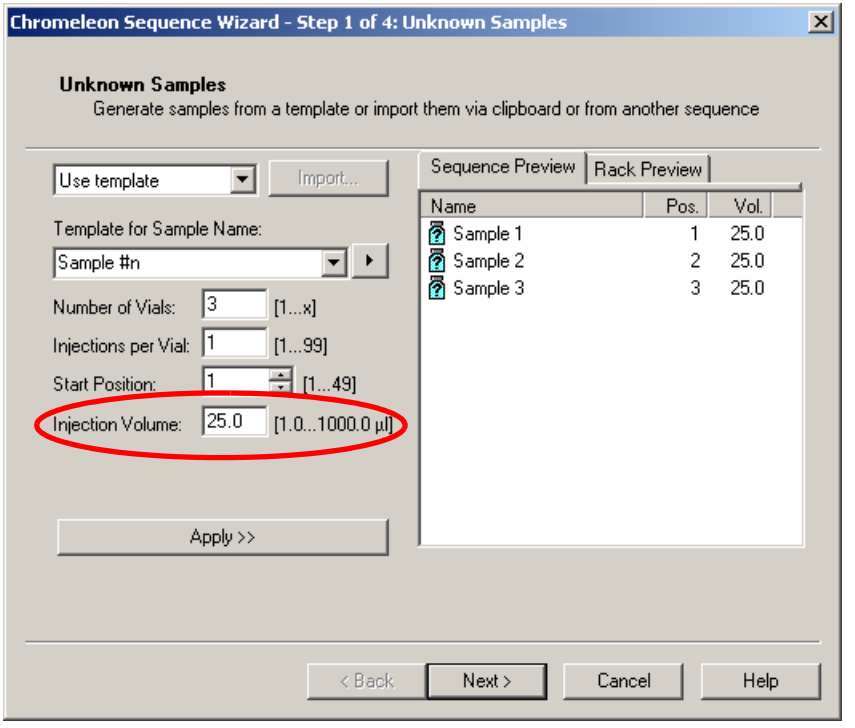

Figure 3-16. Sequence Wizard: Specifying the Injection Volume
2. Enter the injection volume in the Chromeleon or Chromeleon Xpress sequence (see Figure 3-16) or in the front panel schedule (see Section D.3).